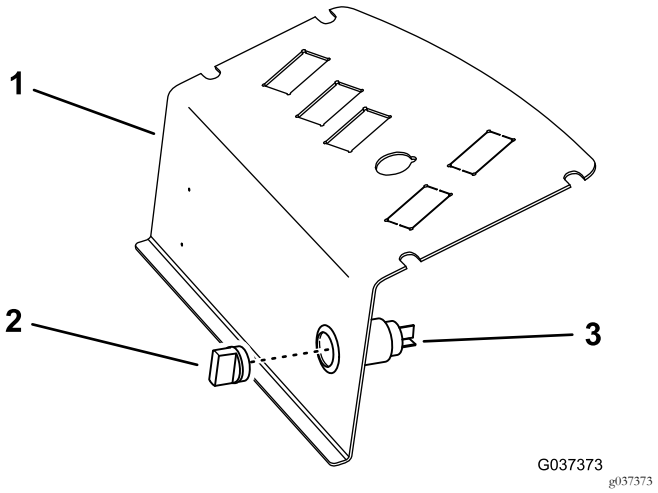

図 6
8. コントロールパネルのプレートの運転席側から、電源ソケットを穴に入れ、アウターシェルで固定し、ソケットにキャップを取り付ける。図 6